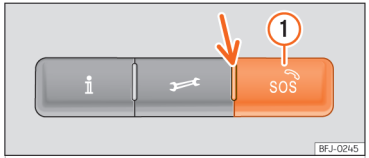

Abb. 42 In der Dachkonsole: Schalter für Sprachdienste
Durch Drücken der Tasten ℹ, 🔧 und SOS ››› (Abb. 42) können folgende Sprachdienste aufgerufen werden:
Der Schalter verfügt über eine Kontrollleuchte ››› (Abb. 42) (Pfeil). Sie dient zur Anzeige folgender Zustände:
1. Halten Sie die Notruftaste einige Sekunden gedrückt ››› (Abb. 42) ①.
Geräte- und länderabhängig muss das Fahrzeug mit einem Notruf-System ausgestattet sein. In einigen Ländern ist das kostenlose öffentliche Notruf-System standardmäßig aktiviert. Das Steuerelement befindet sich in der Dachkonsole ››› (Abb. 42).